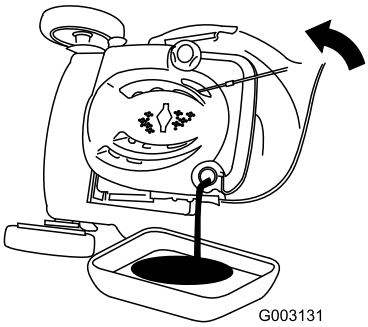

Figuur 35
3. Kantel de machine op de zijkant (met het luchtfilter naar boven) om de oude olie via de vulbuis weg te laten lopen (Figuur 35).